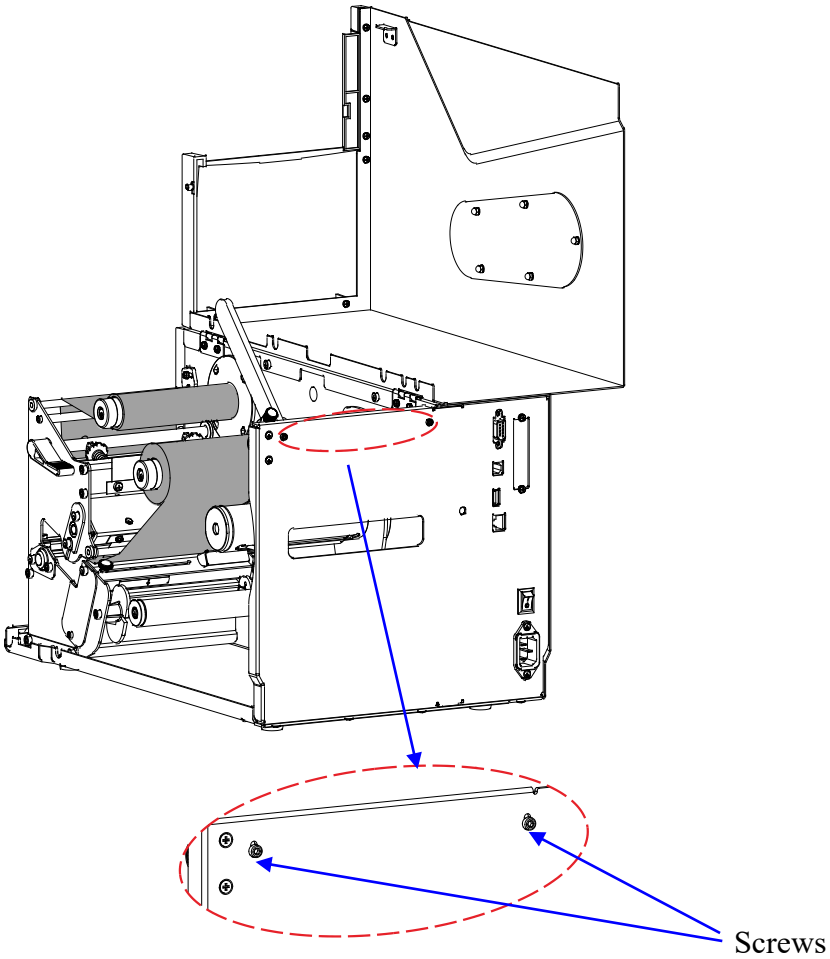

Figure 2-15 Adjust the position of the Media Roll Guide Stopper
2. Adjust the position of the Media Roll Guide Stopper. Refer to Figure 2-15. Loosen (do not remove) the two screws securing the Media Roll Guide Stopper, and then move the Media Roll Guide Stopper upwards until it's stopped, and then fasten the two screws. This will give the media roll guide more room to rotate so as to be able to reach (no touch) the thinner 1.5″ core adapter.